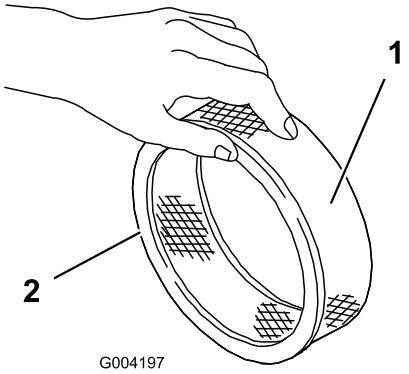

Figur 46
5. Inspektera pappersinsatsen och kontrollera om det finns några sprickor, en oljebeläggning eller skador på gummitätningen (Figur 46).
1. Skjut försiktigt dit skumförfiltret på pappersfiltret (Figur 46).